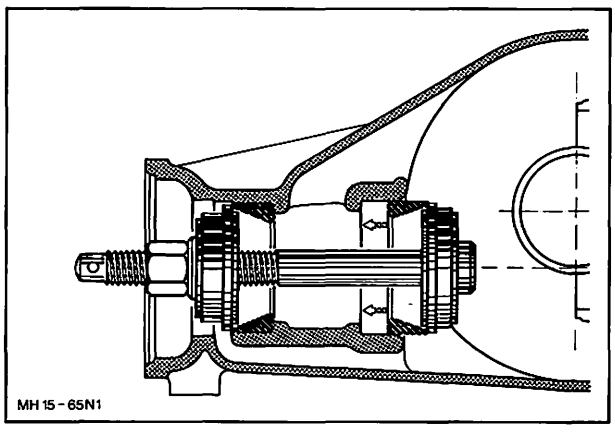

Abb. 52 Lageraußenring einziehen
11. Kleinen Lageraußenring mit einem Dorn heraustreiben und neuen Lageraußenring mit Spezialwerkzeug 15-033 einziehen. Großen Lageraußenring auf gleiche Weise erneuern, Abb. 52.
(Die Druckstücke des Einziehwerkzeuges haben jeweils auf einer Seite eine Stufe zum Einziehen der Laufringe in die Hinterachse der früheren Fahrzeugtypen, die im Ø kleiner waren.) Abb. 52.